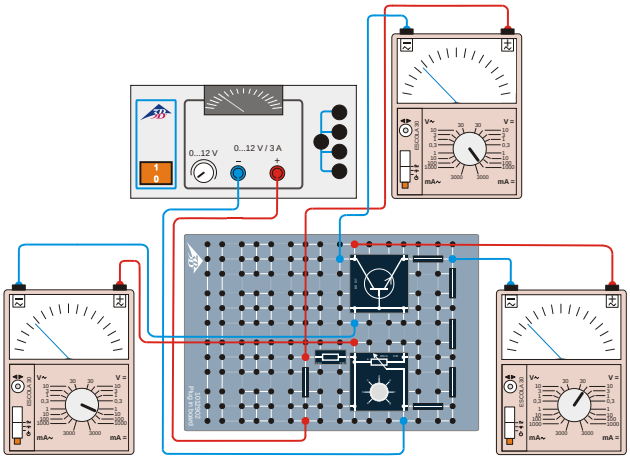

Fig. 4: Schaltskizze zur Aufnahme der Steuerkennlinie.
- Schaltung gemäß Fig. 4 aufbauen. Die drei angeschlossenen Analog-Multimeter dienen der Kontrolle der Kollektor-Emitter-Spannung U_{CE} sowie der Messung der Basisstromstärke I_B und der Kollektorstromstärke I_C.